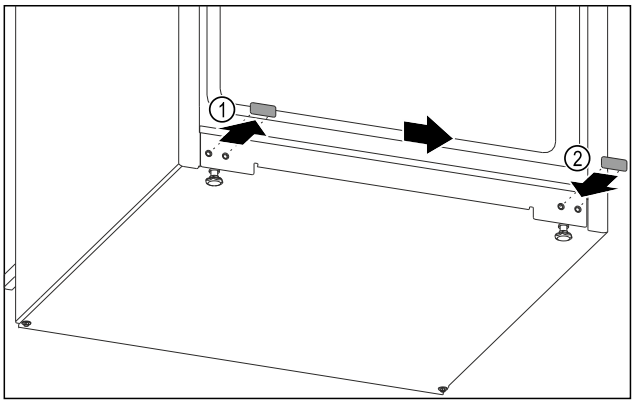

Fig. 12
- ▶ Vedä peitetulpat irti. *Fig. 12 (1)*
- ▶ Aseta peitetulpat vastapäiselle puolelle. *Fig. 12 (2)*